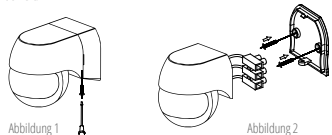

Abbildung 1 — Abbildung 2
- Schraube auf der Rückseite lösen und den Boden herausnehmen (siehe Abbildung 1).